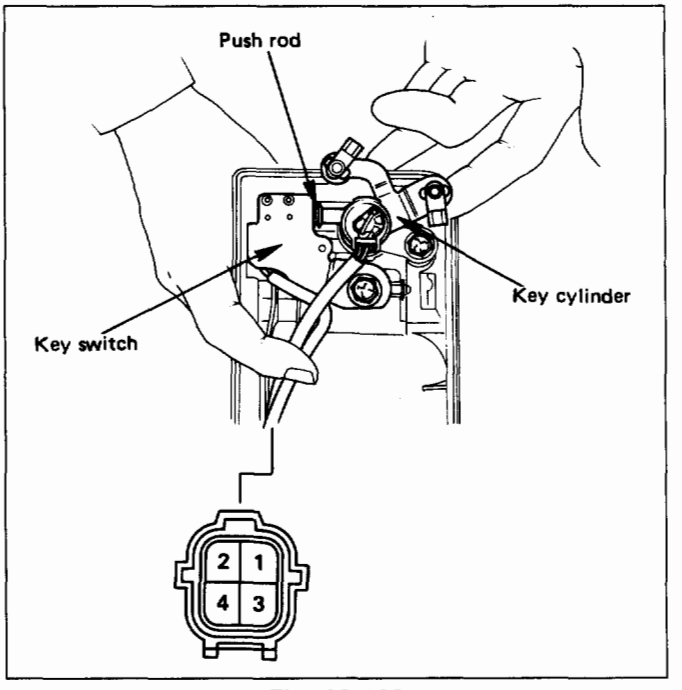

Fig. 10-163
1. For the anti-theft system, install the push rod of the key switch to the key cylinder while pressing it so that there is not continuity between the key switch side connector terminals No. G5-2 and G5-4. (Fig. 10-163)